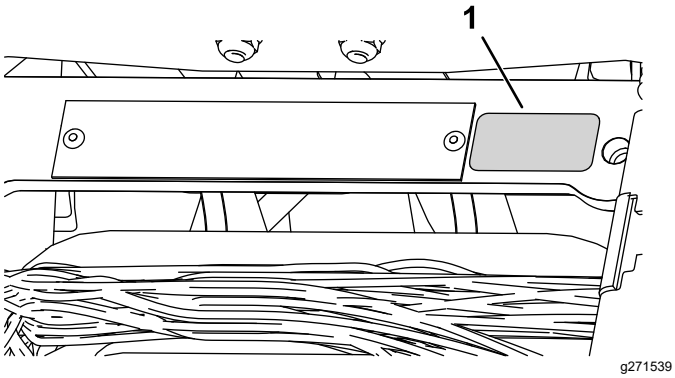

Figure 10
- Appliquez l'autocollant de l'année de production près de la plaque du numéro de série (Figure 10).